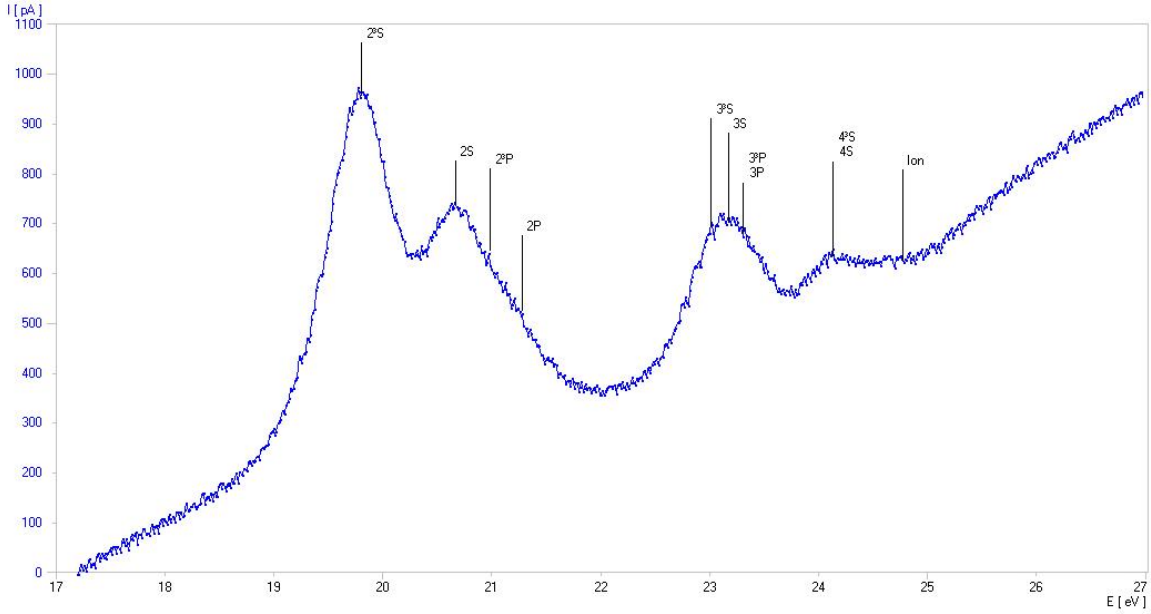

Fig. 3: Bestimmung der kritischen Potenziale des Heliumatoms (Messkurve aufgenommen mit dem 3B NET*log*™)
- Diagramm erstellen, in dem die X-Achse mit der Größe *E* und die Y-Achse mit der Größe *I* belegt ist (siehe Fig. 3).